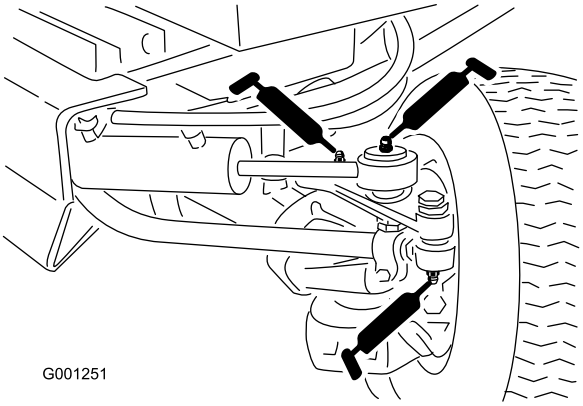

Figur 46
- Forbindelsesstangens ender (2) (Figur 46)
- Cylinderstangens ender (2) (Figur 46)
- Styretapper (2) (Figur 46)
- Akseldrejetap (Figur 46)